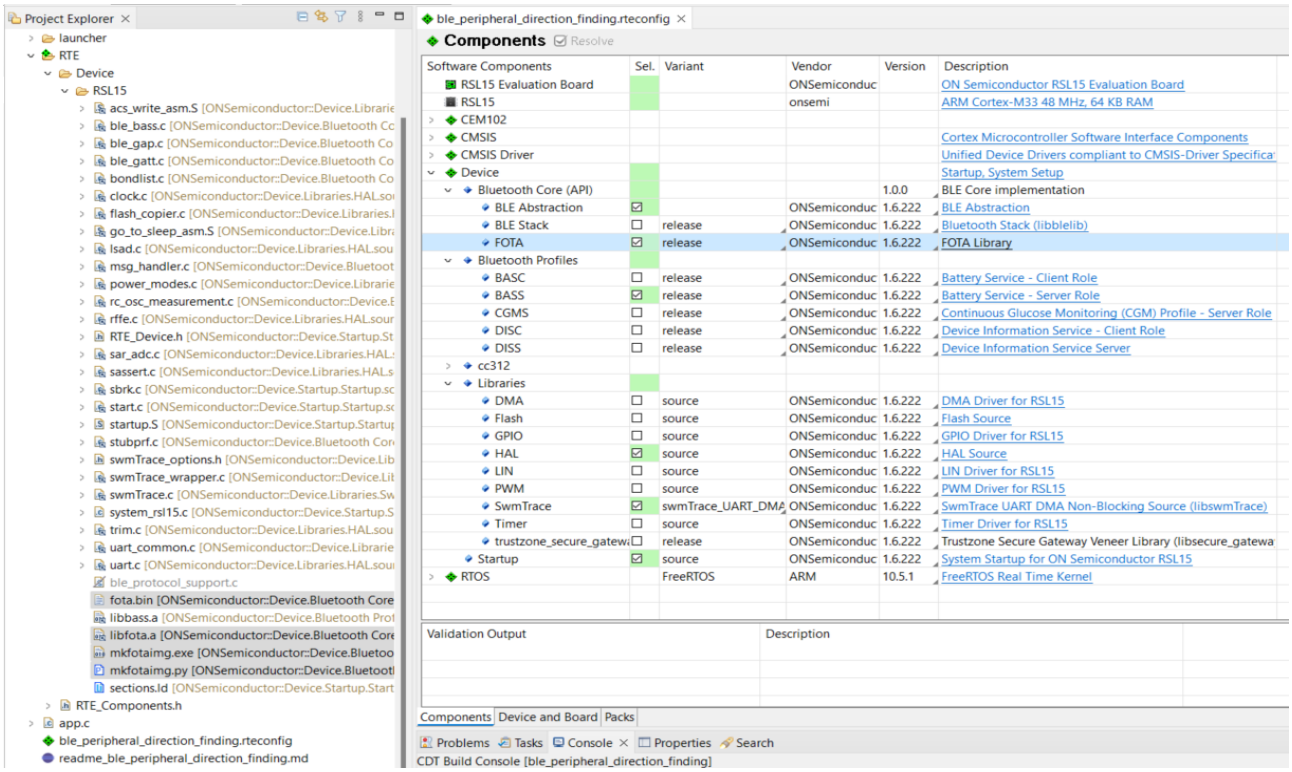

**Figure 16. Adding the FOTA Software Component**
2. Add the FOTA software component to your project by using the RTE Configuration Wizard (the *ble_peripheral_direction_finding.rteconfig* file). When you select the **FOTA** component and click save, *libfota.a*, *fota.bin*, *mkfotaimg.exe* and the tool *mkfotaimg.py* are copied into your project, under **RTE** > **Device** > **`<device>`**. In addition, you need to deselect the **BLE Stack** component as shown in the "Adding the FOTA Software Component" figure (Figure 16).
4. Modify the sample application to add random and seed initialization functions in *app.c*. These functions are initially defined in *ble_protocol_support.c*, which is excluded for the FOTA stack, as shown in the "Adding the FOTA Software Component" figure (Figure 16).